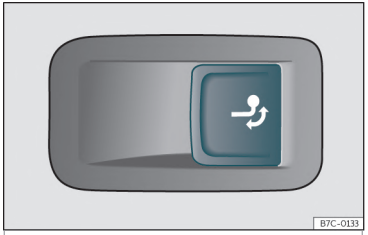

Fig. 195 Pe partea dreaptă a portbagajului: butonul pentru deblocarea cârligului de remorcare.
• Trageți scurt butonul››› **fig. 195** . Cârligul de remorcare se deblochează și se deplasează automat spre exterior. Lampa de control a butonului clipește.
• Trageți scurt butonul››› **fig. 195** . Cârligul de remorcare se deblochează electric.
• Dacă lampa de avertizare a butonului ››› **fig. 195** *clipește*, cârligul de remorcare nu a fost fixat corespunzător sau este defect ››› ⚠.
• Dacă lampa de avertizare››› **fig. 195** *rămâne aprinsă* când hayonul este deschis, cârligul de remorcare are o poziție corespunzătoare, atât atunci când este scos, cât și atunci când este acoperit.
• Nu apăsați niciodată butonul››› fig. 195 dacă la automobil este conectată o remorcă sau dacă un sistem de transport sau alte accesorii sunt montate pe cârligul de remorcare.